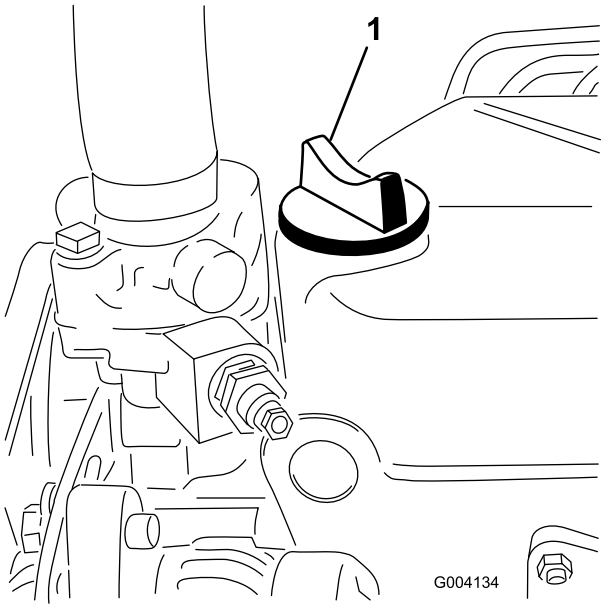

Figur 31
5. Hvis olieniveauet er under FULL-mærket, skal du fjerne påfyldningsdækslet (Figur 31) og fylde olie på, indtil niveauet når FULL-mærket.